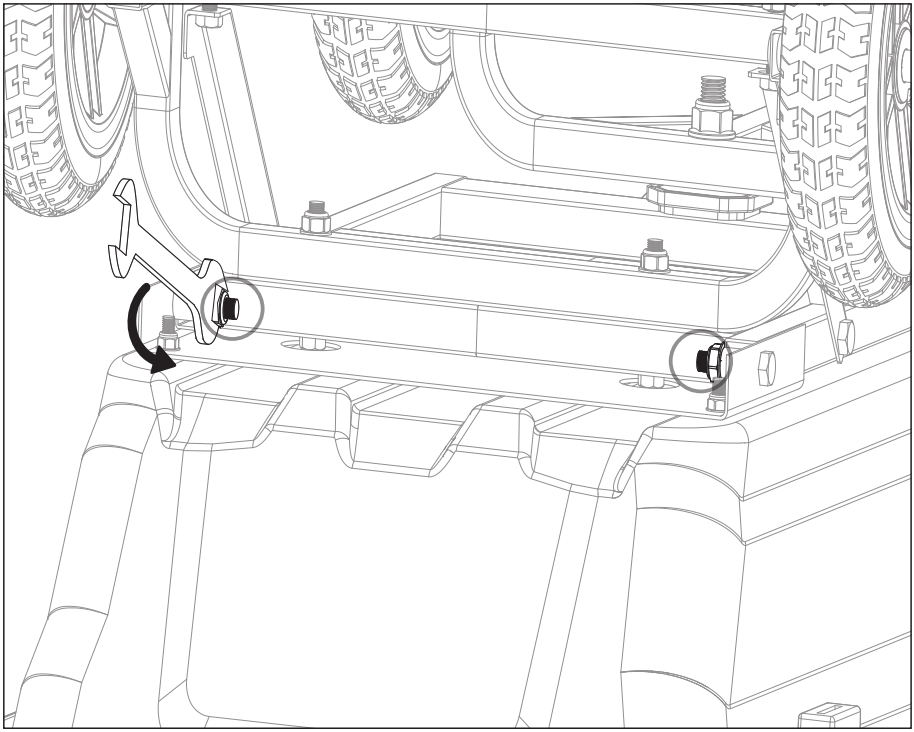

Fig.3
2. The bolts shown in **Fig.3** are over-tightened.	Adjust the tightness of the bolts as shown in **Fig.3**